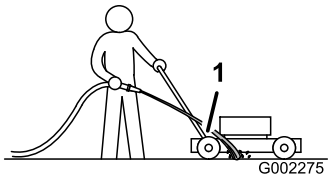

Bild 31
3. Halten Sie den Wasserschlauch auf Griffhöhe und richten Sie den Wasserstrahl unmittelbar vor dem **rechten** Hinterrad auf den Boden (Bild 31).